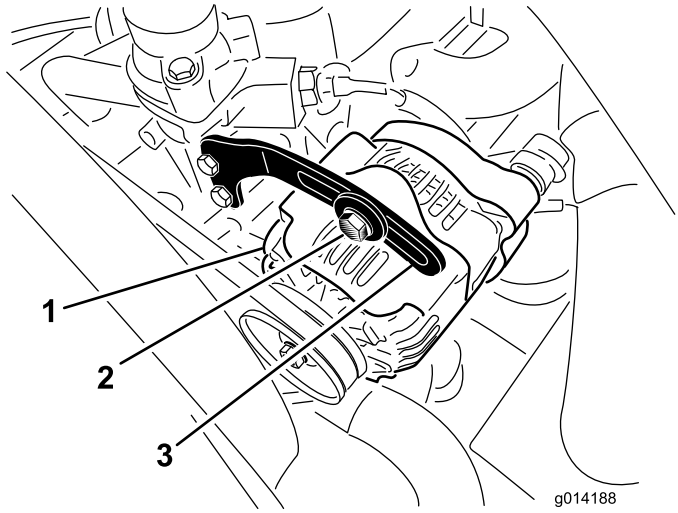

Figur 57
2. Kontroller generatorremmens stramning ved at presse den ned (Figur 57) midt mellem generatoren og krumtapakslen med en vægtbelastning på 10 kg.
3. Løsn bolten, der fastgør afstiveren til generatoren (Figur 57), samt generatorens drejebolt.